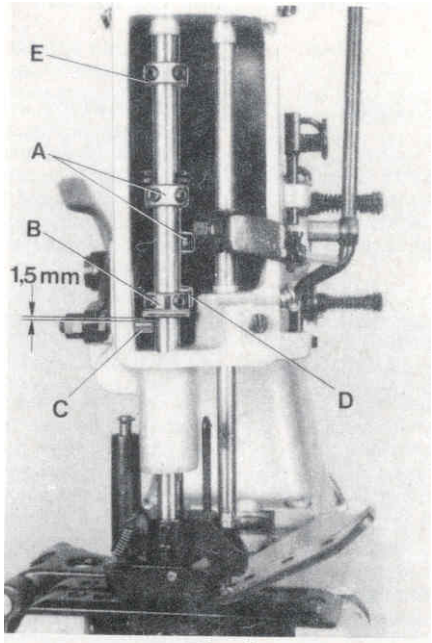
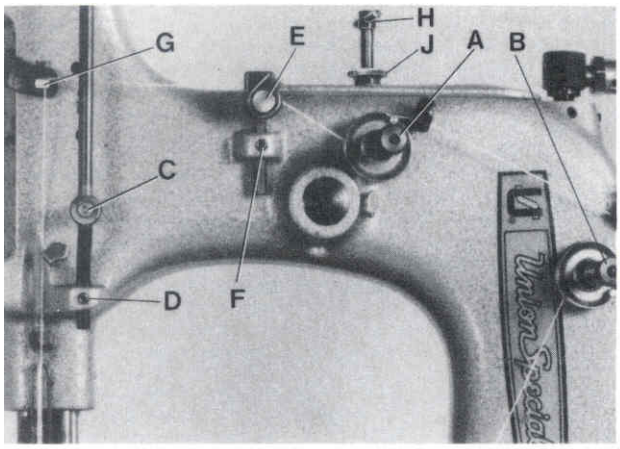

Fig.9
Fig.10
Rotate the pulley until the feed dog is below the throat plate. Remove the face cover left on machine arm and turn out the T-screw (H, Fig. 10) on the top of the machine arm, until it does not excert any pressure on the leaf springs. In this position, the pressure excerted on the presser foot, should be just strong enough to keep it flat on the throat plate. By relocating the collars (A, Fig. 9), which serve as a leaf spring rest, on the left and right presser bar, the pressure can be changed. Raising the collars increases the pressure, lowering the collars decreases the pressure.
Set the presser bar lifter collar (B, Fig. 9) on the left presser bar so, that there is a distance of apporx. 1.5 mm (1/16 in.) betweeen lifter lever stud (C) and lower surface of the lifter collar (B), when the presser foot rests on the throat plate (see Fig. 9). Set the collar (D) on the right presser bar close to the fork of the presser bar lifter collar (B) on the left presser bar.
The presser foot lift is limited with the upper stop collar (E, Fig. 9) on the left presser bar. When the needle is in its lowest position and the presser foot is lifted with presser foot bottom tilted up, the needle bar respectively needle clamp nut should not contact the presser foot bottom. Set collar (E) accordingly.
Drehen Sie an der Riemenscheibe bis der Transporteur unter der Stichplatte steht. Entfernen Sie den Stirndeckel links am Maschinenarm und drehen Sie die Knebelschraube (H, Fig. 10) oben auf dem Maschinenarm soweit heraus, daß sie nicht mehr auf die Blattfedern drückt. In dieser Stellung soll der Druck auf den Drückerfuß gerade noch so stark sein, daß er auf der Stichplatte aufliegt. Durch Verstellen der als Blattfederauflage dienenden Stellringe (A, Fig. 9) auf der linken und rechten Drückerfußstange kann der Druck verändert werden. Verstellen der Stellringe nach oben verstärkt, verstellen nach unten verringert den Druck.
Stellen Sie den Drückerfußstangen-Lifter-Stellring (B, Fig. 9 auf der linken Drückerfußstange so ein, daß zwischen Lifterhebelbolzen (C) und Unterseite Stellring (B(ein Abstand von etwa 1,5 mm ist, wenn der Drückerfuß auf der Stichplatte aufliegt (siehe Fig. 9). Stellen Sie den Stellring (D) auf der rechten Drückerfußstange so, daß er an der Gabel des Drückerfußstangen-Lifter-Stellrings (B) auf der linken Drückerfußstange anliegt.
Der Hub des Drückerfußes wird mit dem Anschlag-Stellring (E, Fig. 9) oben auf der linken Drückerfußstange begrenzt. Wenn die Nadel in der untersten Stellung ist und der Drückerfuß mit dem Drückerfuß-Lifterhebel angehoben und die Drückerfußsohle nach oben gekippt wird, darf die Nadelstange bzw. Nadelstangenmutter die Drückerfußsohle nicht berühren. Stellen Sie den Stellring (E) entsprechend ein.
Now turn in T-screw (H, Fig. 10) until the necessary presser foot pressure for proper feeding is excerted (determine wir sewing tests). Secure this setting with the knurled nut (J), which simultaneously fastens the upper arm cover. Remount the face cover.
Nun drehen Sie die Knebelschraube (H, Fig. 10) soweit ein, daß der zum einwandfreien Transport notwendige Drückerfußdruck erzeugt wird (durch Nähversuche ermitteln). Sichern Sie diese Einstellung mit der Rändel-Kontermutter (J), mit der gleichzeitig der obere Armdeckel befestigt wird. Montieren Sie den Stirndeckel wieder.
The tension (A, Fig. 10) on the needle thread should be fairly strong to produce uniform stitches. On the two thread double locked stitch styles the tension (B) on the looper thread should be barely sufficient to steady it.
Die Spannung (A, Fig. 10) auf den Nadelfaden soll so stark sein, daß eine gleichmäßige Stichbildung erreicht wird. Bei den Zweifaden-Doppelkettenstichmaschinen soll die Spannung (B) auf den Greiferfaden ganz gering sein, so daß der Faden gleichmäßig gleitet.
On the two thread double locked stitch styles 80800C, E, H and HA, the height of the needle thread take-up roller (C, Fig. 10) is set so that the needle thread on the downstroke of the needle just contacts the roll at the time the needle thread loop is released from the looper. Loosen screw (D) and set the needle thread take-up roller accordingly. Retighten screw (D).
On all styles the eyelet (E, Fig. 10) should be positioned so, that the needle thread runs nearly horizontal, parallel to cloth plate, between eyelet (G) on needle bar connection and eyelet (E) on machine arm, when the needle is in its upmost position. Eyelet (E) is secured by screw (F).
Bei den Zweifaden-Doppelkettenstichmaschinen 80800C, E, H und HA wird die Höhe der Nadelfadenabzugsrolle (C, Fig. 10) so eingestellt, daß der Nadelfaden beim Niedergehen der Nadel die Rolle zu dem Zeitpunkt gerade berührt, wenn die Nadelfadenschlinge vom Greifer freigegeben wird. Lösen Sie die Schraube (D) und stellen Sie die Nadelfadenabzugsrolle (C) entsprechend ein. Ziehen Sie die Schraube (D) wieder an.
Bei allen Maschinen wird die Fadenführung (E, Fig. 10) so eingestellt, daß der Nadelfaden zwischen der Fadenführung (G) am Nadelstangenmitnehmer und der Fadenführung (E) am Maschinenarm etwa waagrecht, parallel zur Stoffplatte verläuft, wenn die Nadel in der obersten Stellung ist. Die Fadenführung (E) wird mit der Schraube (F) befestigt.